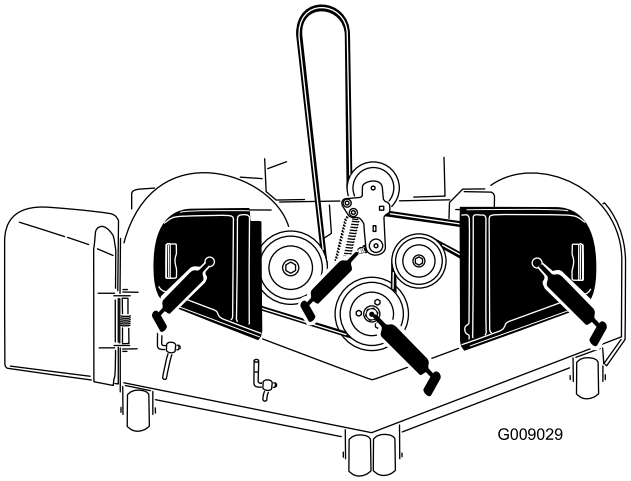

Figur 46
4. Smør klippeenhetens lederulltapp til det kommer fett ut fra bunnen (Figur 46).
5. Smør de tre spindellagrene inntil fett kommer ut av de nedre forseglingene (Figur 46).